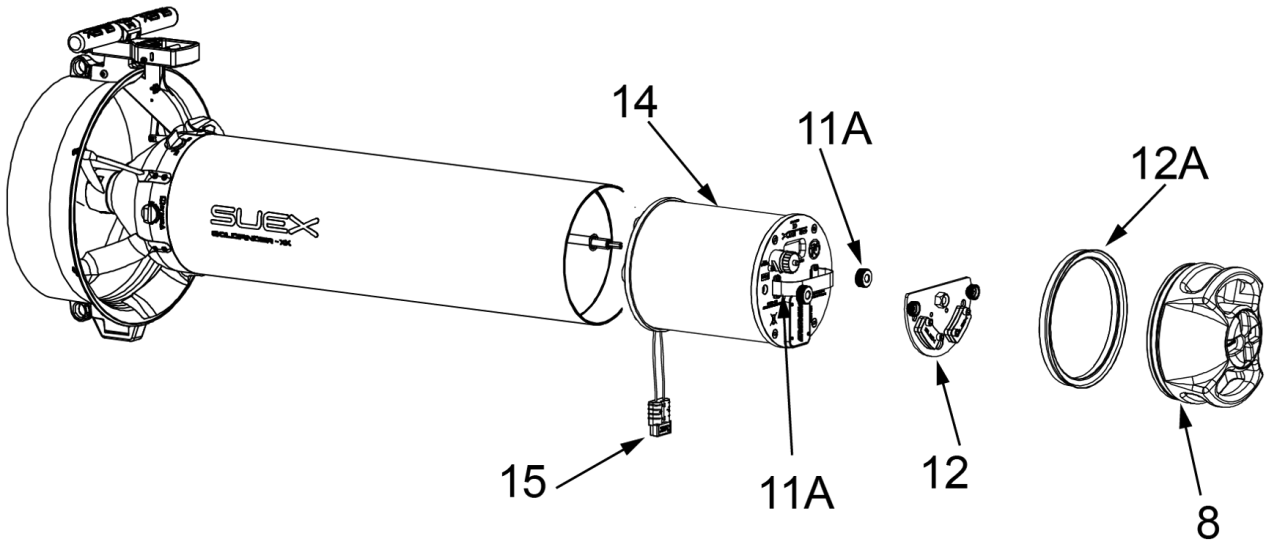
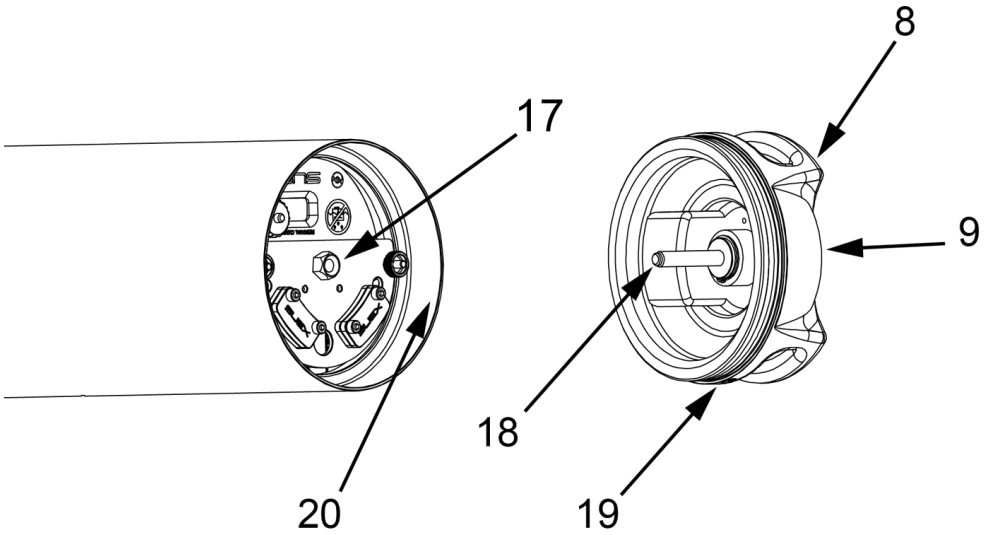

Fig 30 - Estrazione della batteria
Fig 35 - Chiusura vano batteria
- collegare il connettore rosso (15 - **Fig 30 - a pag. 25**)
- posizionare la piastra (12),
- avvitare le ghiere (11),
Sempre con lo Scooter in posizione verticale sulla protezione, controllare attentamente che la guarnizione OR di chiusura (19 - **Fig 35 - a pag. 30**), sia inserita nella propria sede, pulita ed adeguatamente lubrificata con olio di vaselina. Verificare la pulizia anche della sede del corpo (20), eventualmente passare un panno in microfibra pulito per eliminare polvere o sabbia. Fissare il musone (8) facendo combaciare la vite (18) con il foro (17). Ruotare in senso orario il pomello di chiusura (9) fino a chiusura completa senza stringere troppo usando la sola forza di due dita.